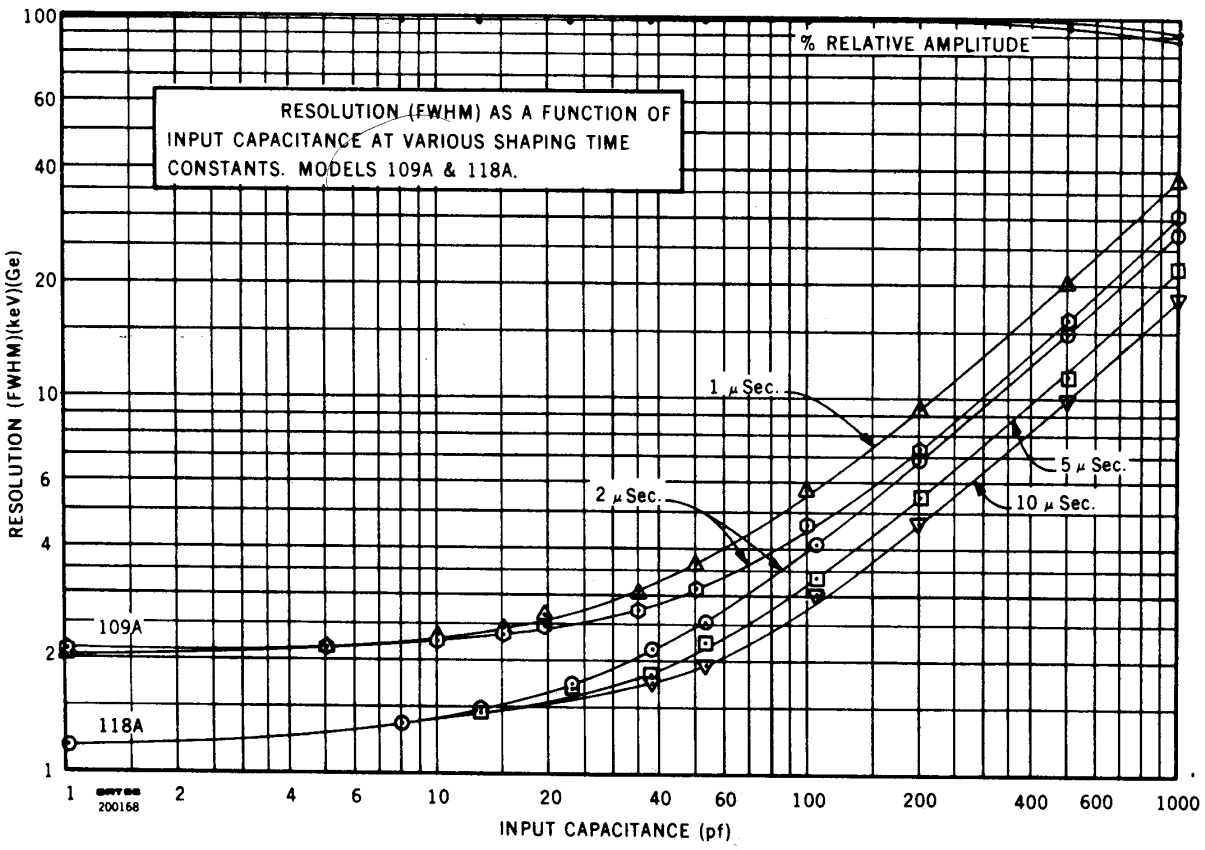

Fig. 4.2. Resolution Spread vs. External Input Capacity.
3. The full width at half maximum (FWHM) resolution spread due to the amplifier noise is then $N(FWHM) = 2.66\ E_{rms}\ E_{dial}/E_o$, where E_{dial} is the pulser dial reading in MeV, and the factor 2.66 is the correction factor for rms to FWHM (2.35) and noise to rms meter correction (1.13) for average indicating voltmeters such as the Hewlett-Packard 400D. The resolution spread will depend upon the total input capacity, since the capacitance degrades the signal-to-noise ratio much faster than the noise. A typical resolution spread versus external input capacitance is shown in Fig. 4.2.